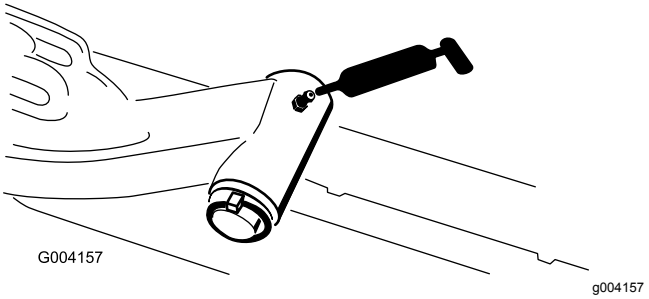

Figuur 67
- Draaias van hefarm (1) (Figuur 67)